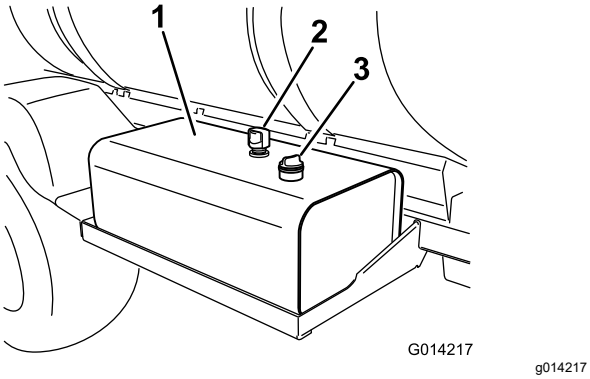

Figura 102
2. Limpe a zona em redor da tampa da vareta do depósito de fluido hidráulico e retire-a (Figura 102).